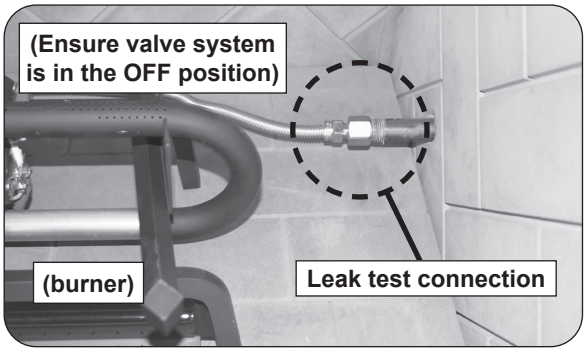

**Fig. 15-4** Perform a leak test
5. LEAK TEST: Make sure the valve system is in the **OFF** position. Turn on the fireplace gas supply, and test at all connections for leaks using the appropriate soapy water solution. See Fig. 15-4. If bubbles appear, a leak is present. Turn off the gas and tighten at all connections. Repeat until no leaks are present. If a leak persists, turn off the gas supply and contact the local gas company or dealer. NEVER USE A FLAME TO CHECK FOR LEAKS.